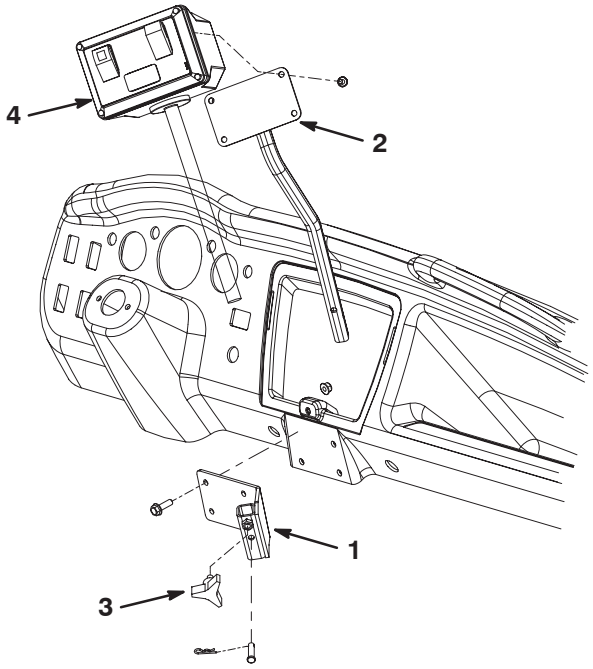

Figura 9
1. Monte el conjunto del receptor en el salpicadero del vehículo Workman con 4 tornillos de caperuza de 5/16–18 x 1 y tuercas. Posicione los componentes tal y como muestra la figura 9.